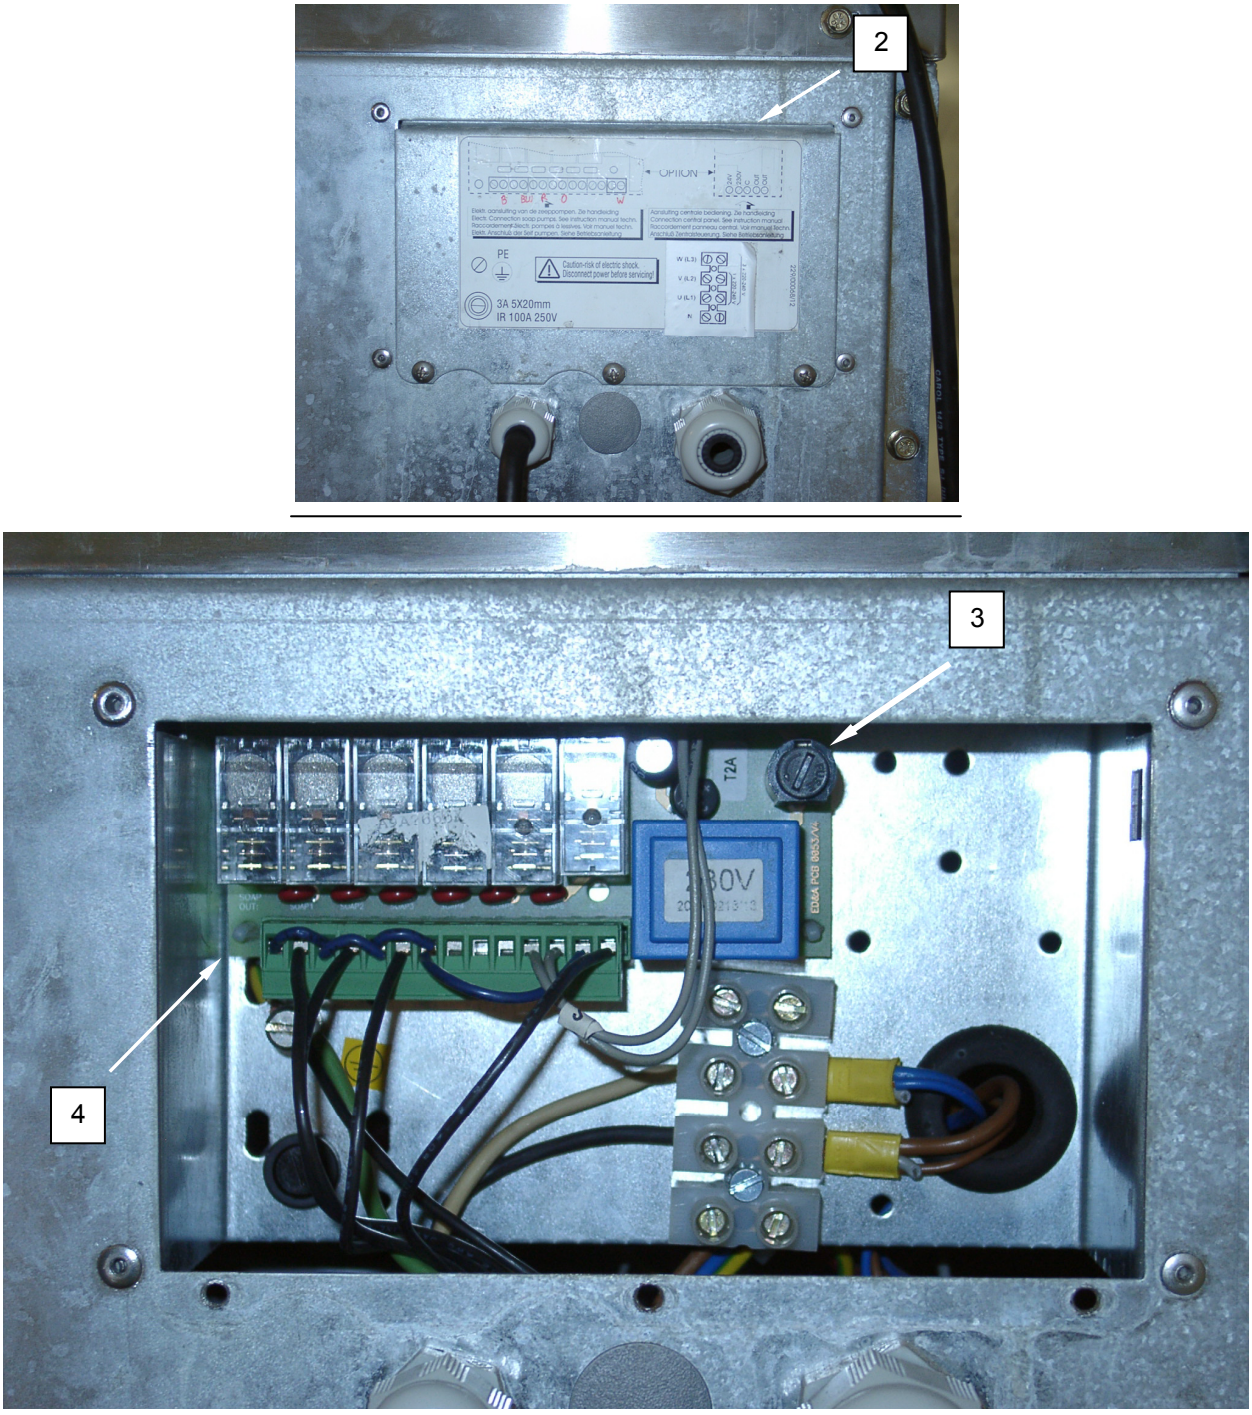

Figure 8. Replace the Soap Dispenser Printed Circuit Board.
2. Remove screws retaining the electrical connection plate **(Figure 8, Item 2)**, and remove the electrical connection plate.
3. Use a flat-blade screwdriver to remove the fuse holder cap **(Figure 8, Item 3)** from the soap dispenser PC board **(Figure 8, Item 4)** and remove the fuse.
4. Install a replacement fuse into the fuse holder cap **(Figure 8, Item 3)** and install the fuse holder cap into the soap dispenser PC board **(Figure 8, Item 4)**.
5. Install electrical connection plate **(Figure 8, Item 2)** and retain with screws.